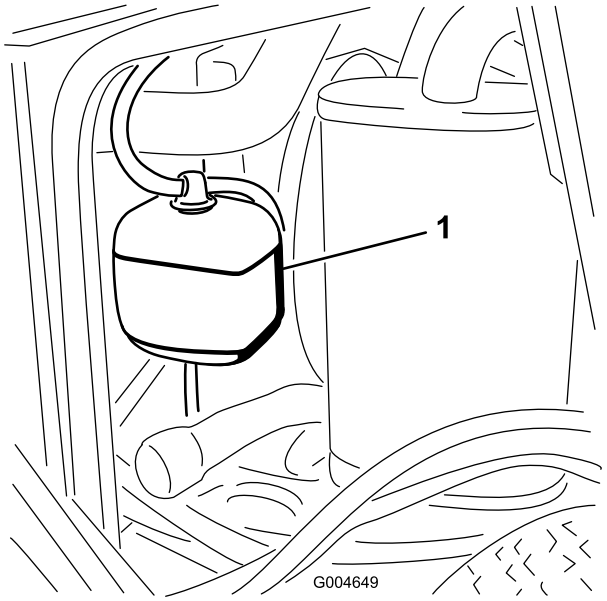

Rysunek 49
1. Sprawdź poziom płynu chłodzącego w zbiorniku rozprężnym (Rysunek 49). Poziom płynu chłodzącego powinien znajdować się pomiędzy oznaczeniami na boku zbiornika.